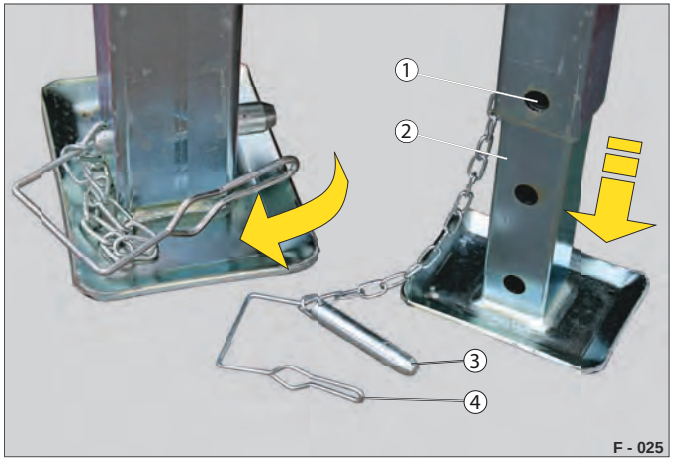

Fig. 23 Teleskopstøtteben, højdeindstillelige
▶ Tryk bøjlesikringen (Fig. 23 /4) ud af bolten (Fig. 23 /3).
▶ Tilpas den justerbare fod (Fig. 23 /2) nedad, så kan fastgøres i en boring (Fig. 23 /1).